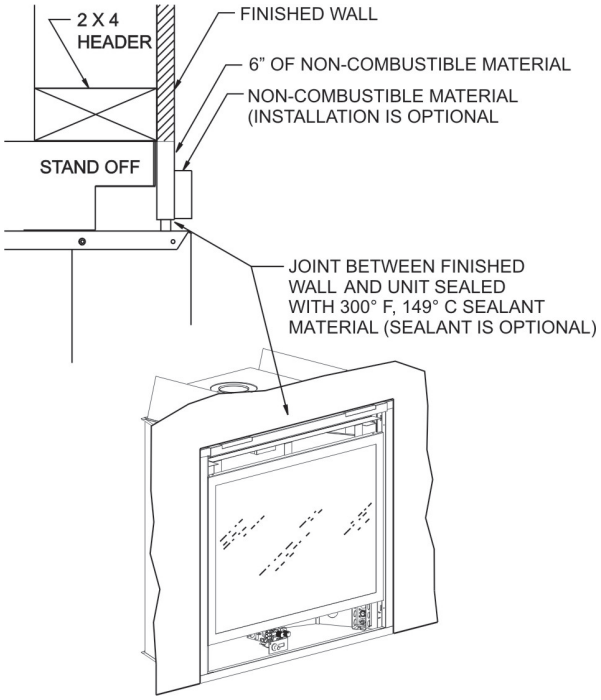

**Figure 12**
**Finishing (Figures 12 and 13)**